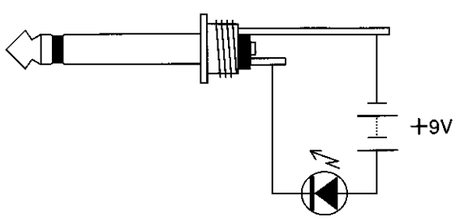

Fig.1 Jig／図1 治具
- SD-2 or Jig (for EXT.CTL.OUT Jack Check) <See Fig.1.>
- SD-2または治具（EXT.CTL.OUTジャック チェック用）<図1参照>